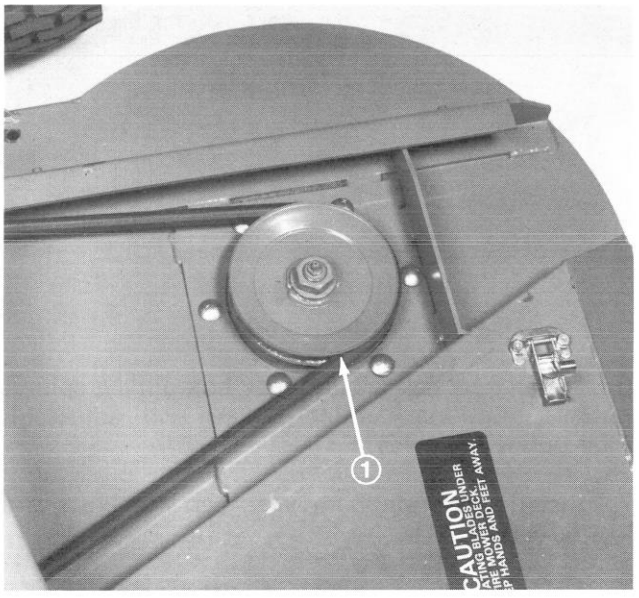

Figure 45
5. Remove six carriage bolts and flange nuts holding spindle housing assembly against cutting unit (Fig. 45). Slide spindle housing assembly out bottom of cutting unit. Note position of any spindle shims.